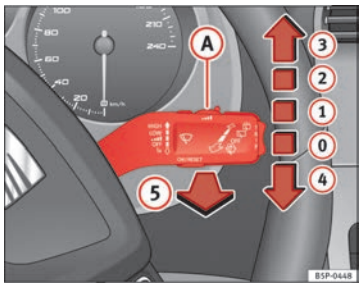

Abb. 83 Scheibenwischer- und Scheibenwaschhebel
Der Scheibenwischerhebel ⇒Abb. 83 hat folgende Stellungen:
- Wenn bei eingeschalteter Wischerstufe (2) ⇒ Abb. 83 oder (3) das Fahrzeug anhält, wird automatisch auf die nächste Stufe heruntergeschaltet. Fährt das Fahrzeug wieder an, wird erneut auf die eingestellte Wischerstufe hochgeschaltet.